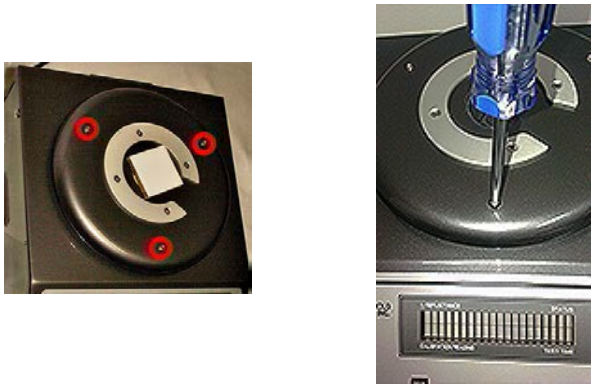

Figure 6-1: Access to the air filter is obtained by removal of three screws around the outside of the optical cover plate.
Access to the air filter is obtained by removing the three screws located around the top outer edge of the optical assembly cover plate (this requires a 5/64 in. Allen wrench). See **Figure 6-1**. Lift the cover plate and attached optical assembly and remove the filter by working it up over the plate (**Figure 6-2**). Wash the filter in a mild detergent solution, rinse, squeeze dry, and replace it.
Remove the three screws near the outer edge of the optical cover plate and lift the cover plate and attached optical assembly from the optical housing. Remove the four screws securing the cover plate to the four long posts. The screws holding the lamp sockets to the bottom plate are then easily accessible. After removing the sockets, disconnect the wires, attach them to the new sockets, and reassemble the unit. **(See Figures 6-1- 6-8)**
A. Remove the 3 screws located around the top outer edge of the optical assembly cover plate (this requires 5/64-inch Allen type wrench). See **Figure 6-1.**